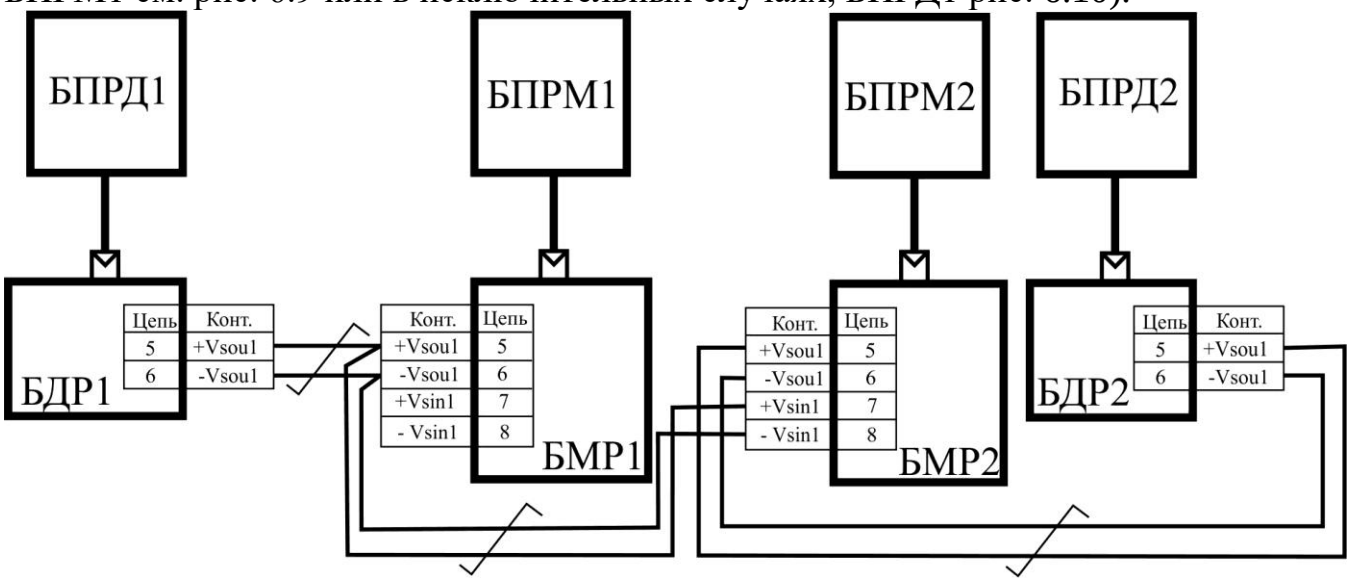
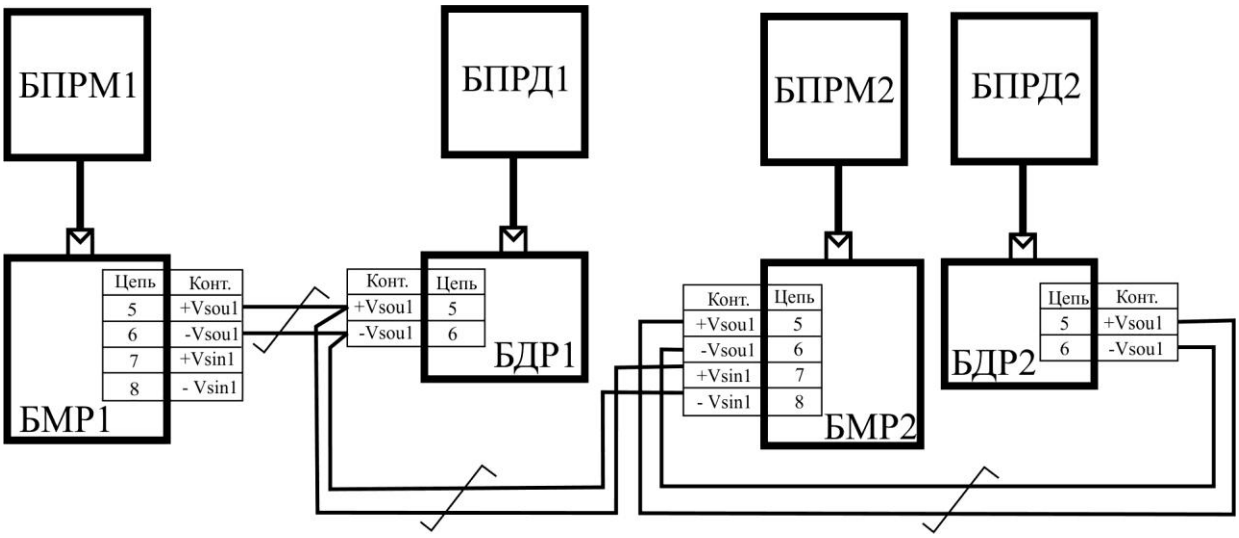

Рис.6.9
Рис.6.10
6.3.5.5 Для проводной синхронизации, при засветке посторонними радиопередающими устройствами (о чем свидетельствует частые «ложные» тревоги), необходимо включить взаимную синхронизацию. При этом активный выход +/-VSou (БМР1или БДР1) ведущего извещателя подключается к входу +/-VSin ведомого извещателя (БМР2), в зависимости от расположения БМР2 (вблизи смежного БПРМ1 см. рис. 6.9 или в исключительных случаях, БПРД1 рис. 6.10).